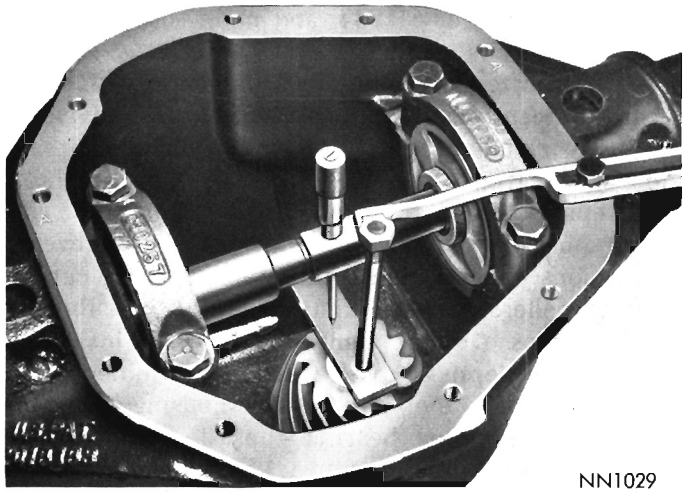

Fig. 27—Determining Pinion Depth Setting
(7) Select the proper adapters from the gauge set that fits the differential bearing cup bores. Install the adapters on the arbor and position in carrier housing. Install bearing caps and tighten cap bolts up snug.
(8) Install the step plate clamp assembly on the carrier housing. Position step plate over pinion and tighten step plate screw against step plate. Make sure the four step plate feet are squarely positioned on the pinion.
(9) Adjust the micrometer so it is directly over and at a 90 degree angle to the step plate. Screw the micrometer down until the anvil contacts the top of the step plate (Fig. 27). Read the micrometer and make a note of the reading. The step plate measures .400 inch thick, therefore, add the .400 inch step plate thickness to the micrometer reading.